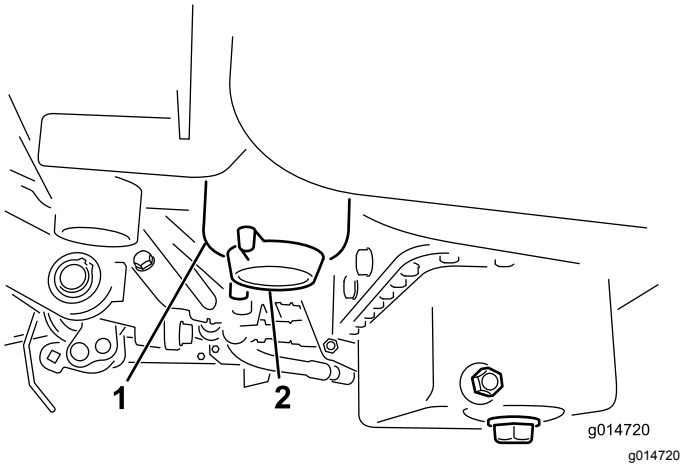

Figur 30
3. Åpne tappepluggen på drivstoffilteret ca. én omdreining, og tapp ut oppsamlet vann (Figur 30).